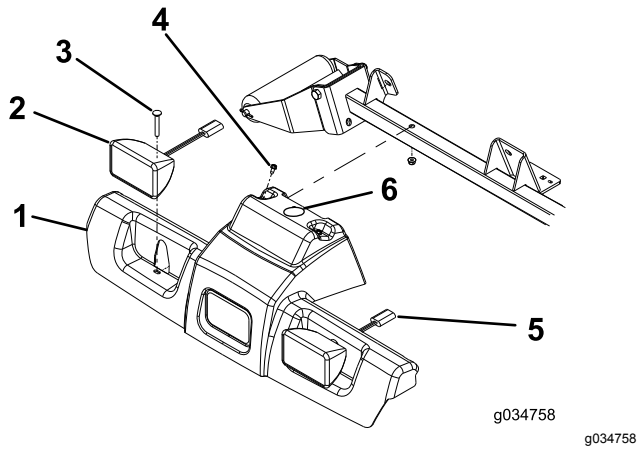

Figure 1
1. Retirez les écrous des 2 boulons de carrosserie qui fixent les phares au cadre de la machine (Figure 1).
2. Retirez les 2 boulons autotaraudeurs qui fixent le haut du carénage de la plateforme au cadre (Figure 1).
3. Débranchez les connecteurs des phares et déposez le carénage de la plateforme du cadre (Figure 1).
4. Percez un trou de 38 mm dans le carénage de la plateforme à l'emplacement indiqué à la Figure 1.